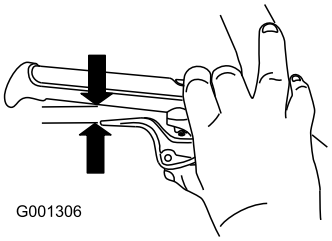

**Figur 10**
5. Håll in spaken helt och kontrollera sedan glipan mellan handtagets undre del och änden på hjulkopplingsspaken (Figur 10).